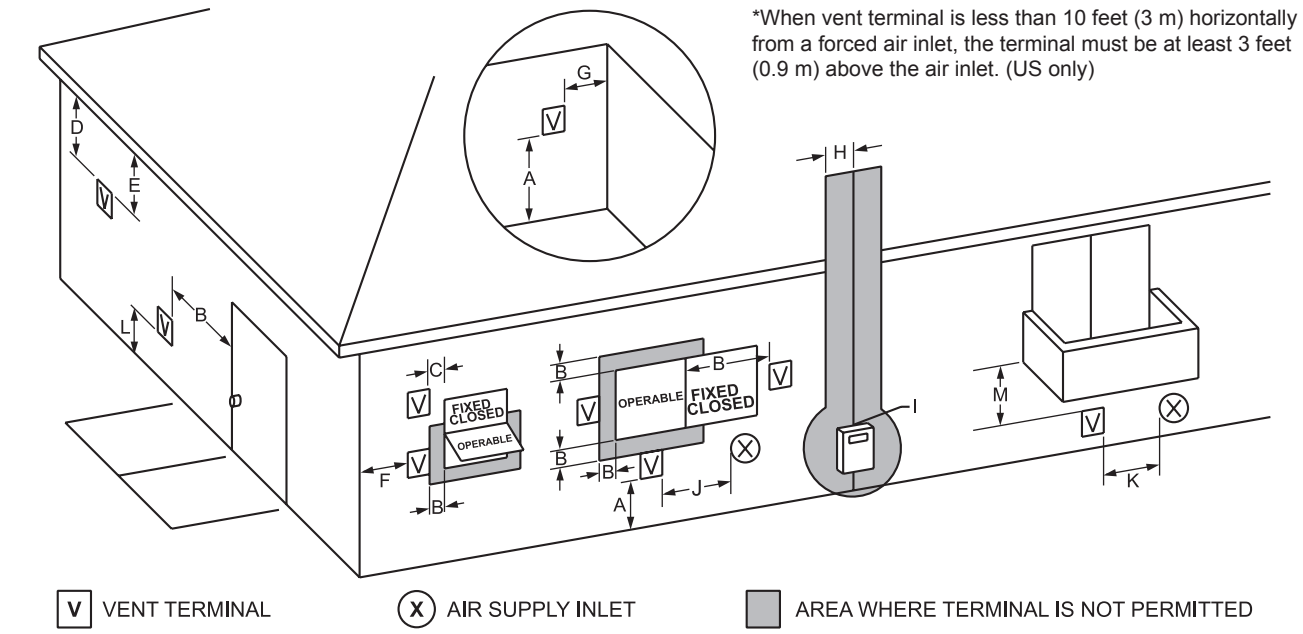

Fig. 9 - Combustion Air and Vent Through Side Wall
1. Figure 9 shows the requirements for mechanical vent terminal clearances for the U.S. and Canada.